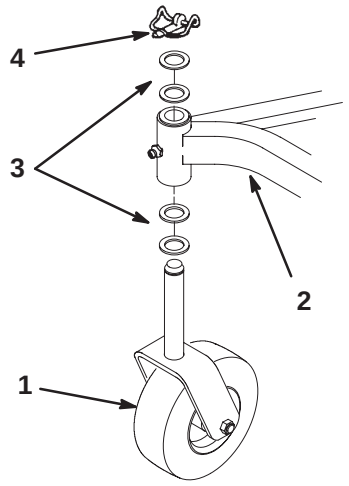

Figure 5
2. Remove the lynch pin and 2 thrust washers shipped on each castor wheel assembly. Leave 2 thrust washers on each shaft, insert the shafts into the frame mounting tube, and install the thrust washers and lynch pin (Fig. 5).